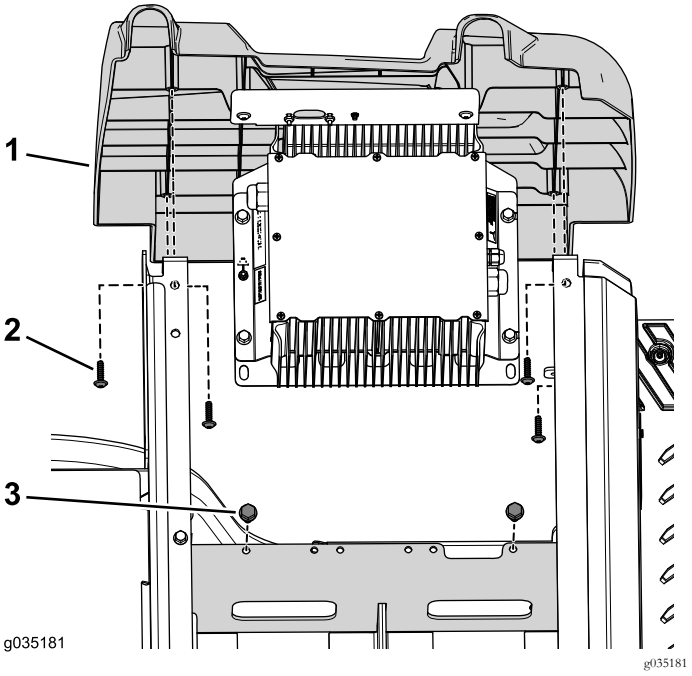

Figura 87
9. Utilizzate i 2 bulloni (3/8" x ¾") per fissare la staffa del caricabatterie al vassoio della batteria (Figura 87).